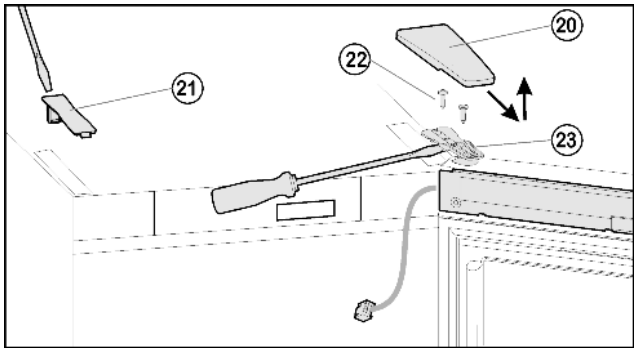

Fig. 10
- ▶ Draw the cover *Fig. 10 (20)* forwards and lift it off.
- ▶ Lift off the cover *Fig. 10 (21)*.
- ▶ Completely undo the screws *Fig. 10 (22)*.
- ▶ Lift off the door complete with turn hinge *Fig. 10 (23)* and cable. For release, possibly use a flat-blade screwdriver and carefully lever it under the turn hinge.